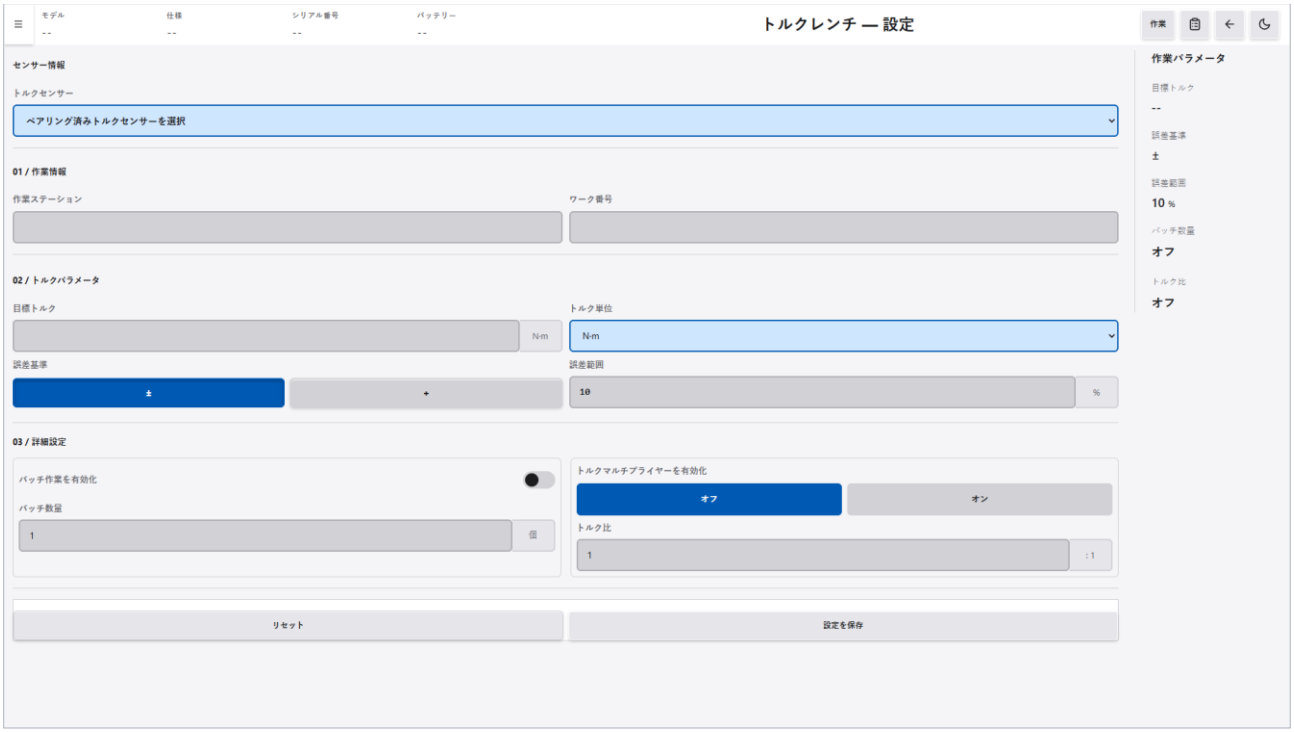

図 5-9　トルクレンチの設定画面（設定未完了）
2. ナビゲーションメニューで「回転式センサー」→「トルクレンチ」をクリックします。設定が未完了の設定画面が表示されます（図 5-9 を参照）。